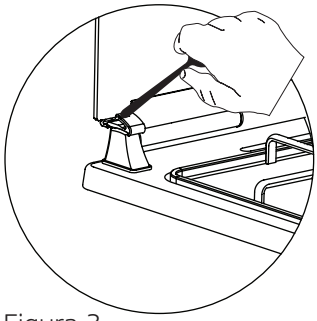

Figura 3
**3.** Come mostrato nella figura 3, lo sportello in vetro può essere chiuso premendo la clip in plastica con l'aiuto di un cucchiaio.